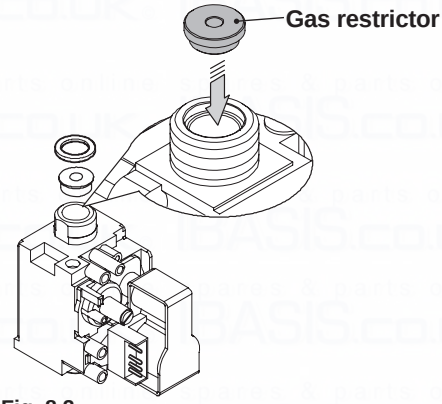

Fig. 8.2
- Carry out gas conversion by correctly replacing the gas restrictor (Fig. 8.2), referring to the "Technical Data" section pag. 32 (Inovia 25C ERP), pag. 36 (Inovia 30C ERP) and pag. 40 (Inovia 35C ERP).